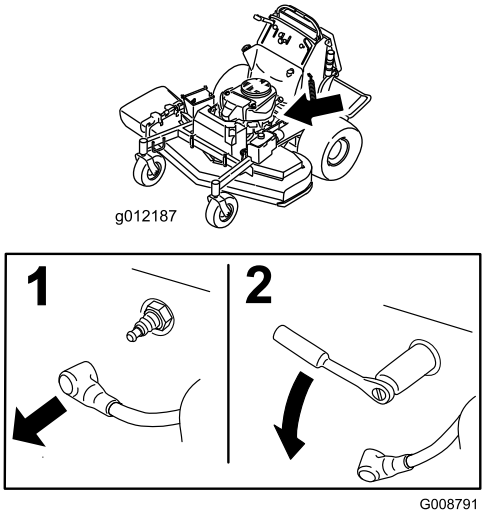

Figur 47
3. Fjern tennpluggen som vist i Figur 47.